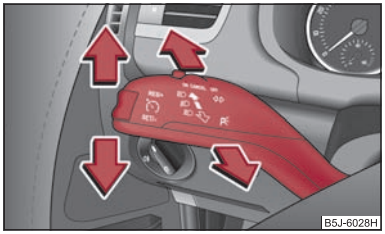

Fig. 38 Turn signal and main beam lever
- Push the lever upwards or downwards ⇒ fig. 38.